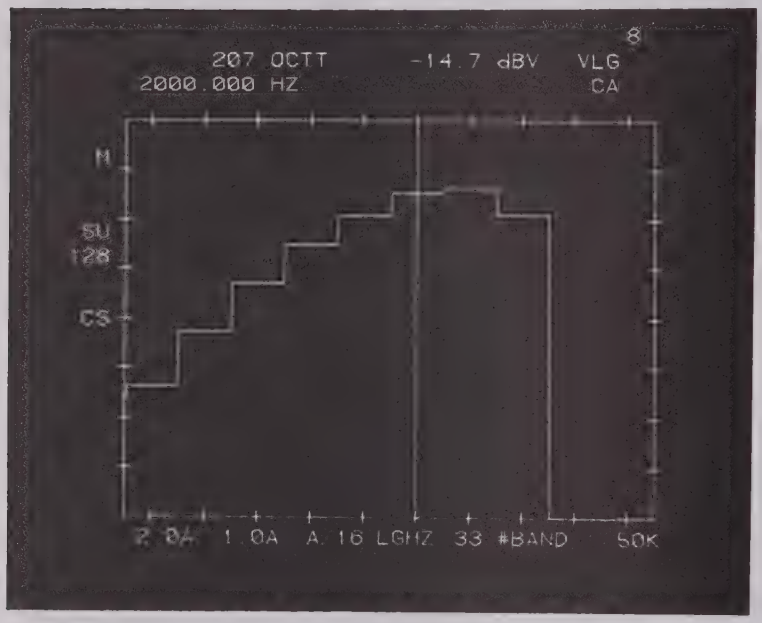

FIGURE O-15
a. Figure O-15 is the Cross Spectrum in Octave (Octave Cross Spectrum - Definition 4).